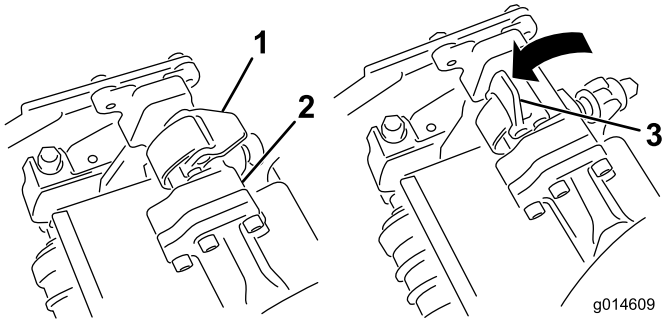
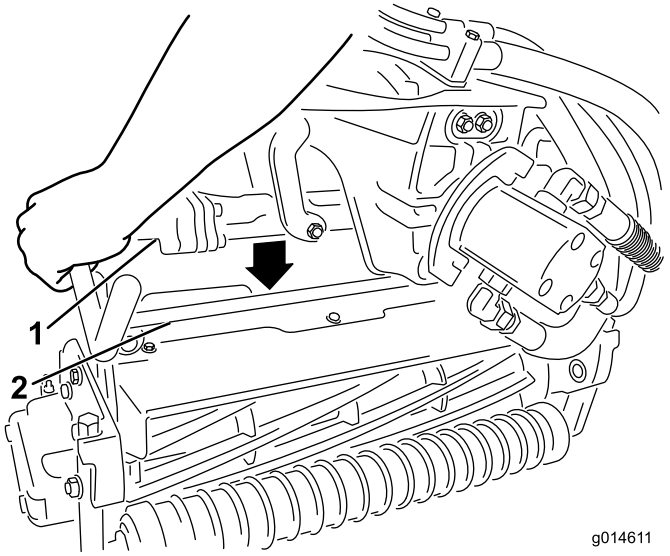

**Figur 36**
**Figur 37**
4. Åpne låsene på hjulopphengsarmbøylen slik at de peker opp (dvs. at de er åpne) (Figur 36), og trykk hjulopphengsarmen ned så bøylen ligger over klippeenhetens bøyle (Figur 37).
5. Skyv låsene ned og rundt klippeenhetsbøylen og lås dem slik at de sitter på plass(Figur 36).
5. Åpne låsene på hjulopphengsarmbøylen til klippeenheten du skal fjerne (Figur 36).